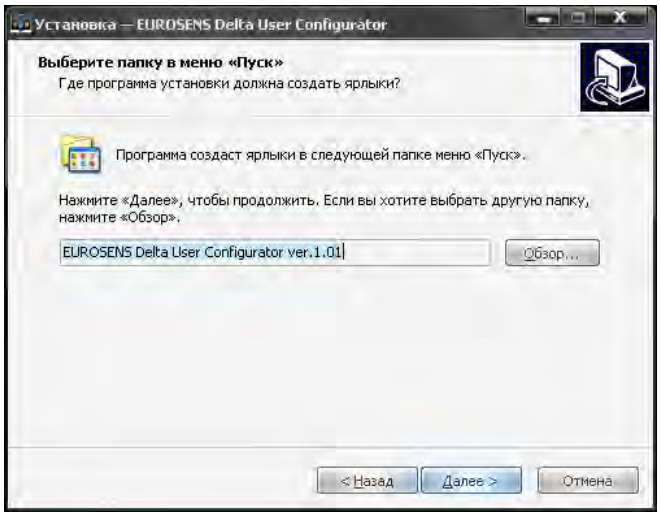

Рис.10
11) выбрать название папки (рис.10) в меню **"Программы"** (по умолчанию **"EUROSENS Delta User Configurator ver.X.X"**):